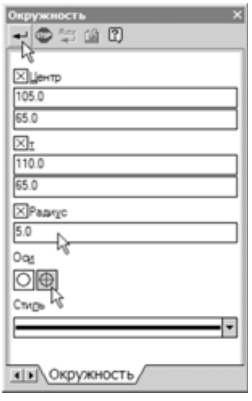

Рис. 2.93
- В поле **Радиус окружности** панели свойств введите значение радиуса 5 (рис. 2.93) и нажмите клавишу <Enter> — система построит окружность.